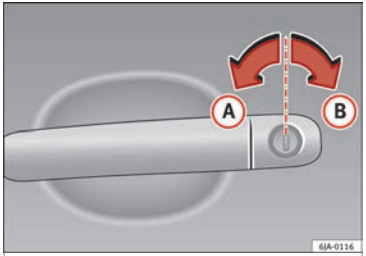

Fig. 122 Key positions during vehicle locking and unlocking.
– Turn the key in the driver door in the forward driving direction to its unlock position (A) ››› **Fig. 122**.
– Turn the key in the driver door lock cylinder in the reverse direction to its lock position (B) ››› **Fig. 122**.